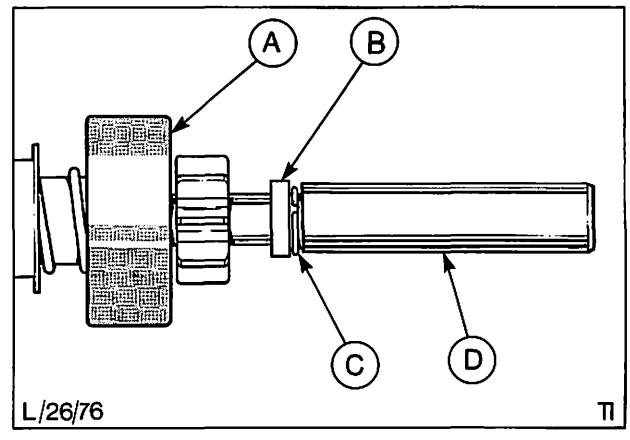

Abb. 89 Ritzelantrieb komplett von Ankerwelle abziehen
11. Zum Abbauen des kompletten Ritzelantriebs, Anlaufring mit einem passenden Rohrstück vom Sicherungsring trennen, Abb. 89.